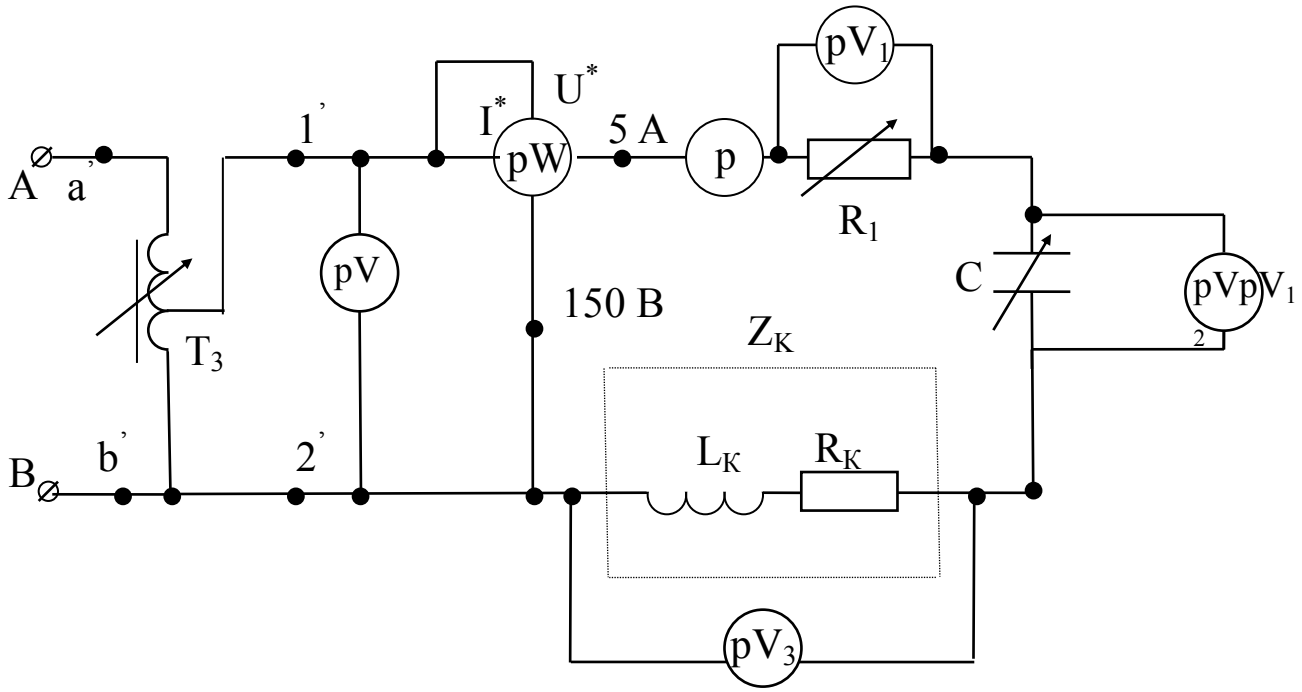

Рис. 2.3
8. Соберите цепь по схеме рис. 2.3.